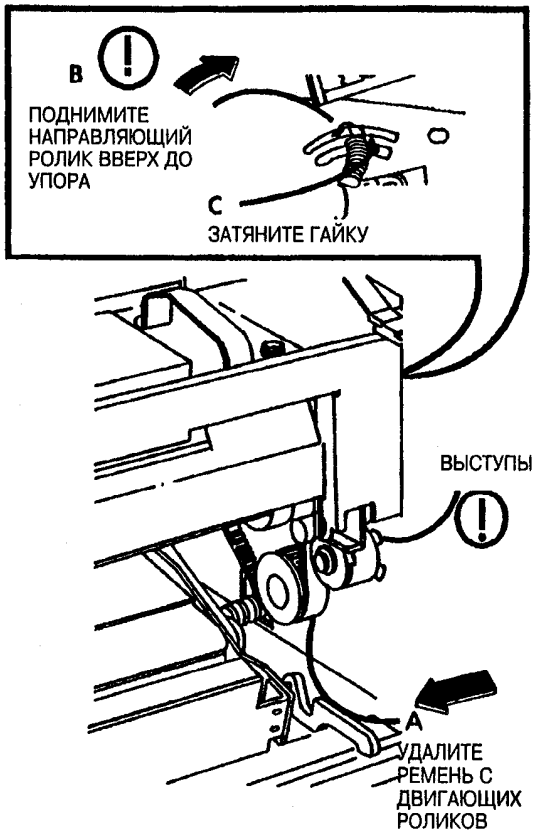

Рис. 8. Удалите привод фьюзера
ЭТАП 12B: Чтобы избежать повреждений выступов на направляющих роликах, если запорная крышка опущена, поднимите направляющий ролик вверх до упора, как показано на рис.8.
12. (Рис. 8): Удалите привод фьюзера.